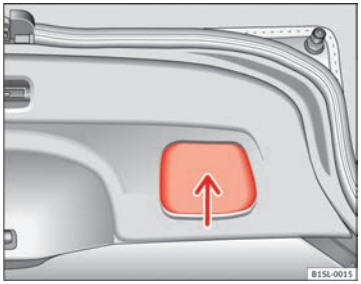

Fig. 23 Rear lid open: hand grip. ▶
- Grab the handgrip inside the rear lid ⇒ fig. 23 (arrow).